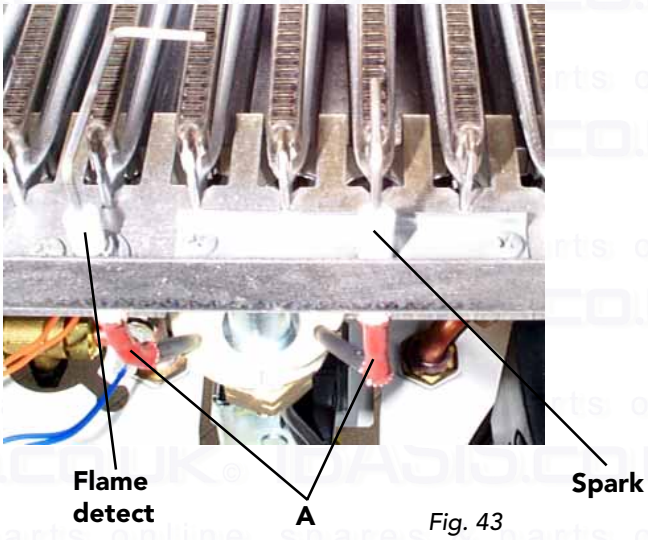

Fig. 43
(fig. 43)
- Identify electrode from fig. 43